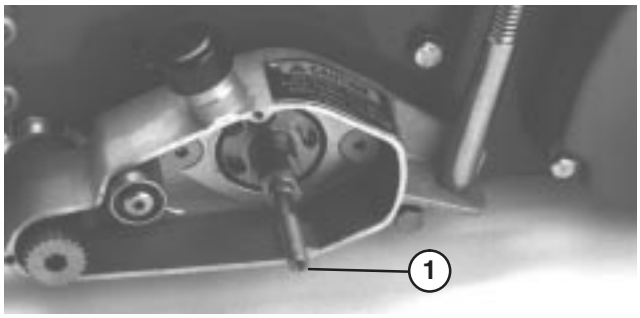

Figure 6
C. Remove the adapter from the clutch assembly and screw the adapter onto the left reel shaft extension (Fig. 6). Secure the reel from turning with a wood block and torque the clutch adapter to a minimum of 17 ft–lb.